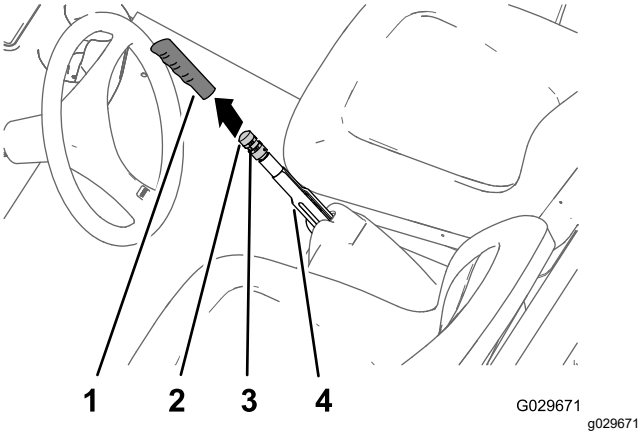

**Figura 66**
1. Retire la empuñadura de la palanca del freno de estacionamiento (Figura 66).
2. Afloje el tornillo de fijación que sujeta el pomo de ajuste del freno a la palanca del freno de estacionamiento (Figura 66).
3. Gire el pomo de ajuste del freno hasta que se requiera una fuerza de 133-156 N para accionar la palanca de freno de estacionamiento (Figura 66).
4. Apriete el tornillo de fijación e instale la empuñadura (Figura 66).
2. Afloje el tornillo de fijación (Figura 66) que sujeta el pomo de ajuste del freno a la palanca del freno de estacionamiento, quite el freno de estacionamiento y afloje el pomo de ajuste del freno.
5. Gire el pomo de ajuste del freno (Figura 66) hasta que se requiera una fuerza de 133-156 N para accionar la palanca de freno de estacionamiento.
C. Gire el pomo de ajuste del freno (Figura 66) hasta que se requiera una fuerza de 133-156 N para accionar la palanca de freno de estacionamiento.
- Apriete el tornillo de fijación e instale la empuñadura (Figura 66).